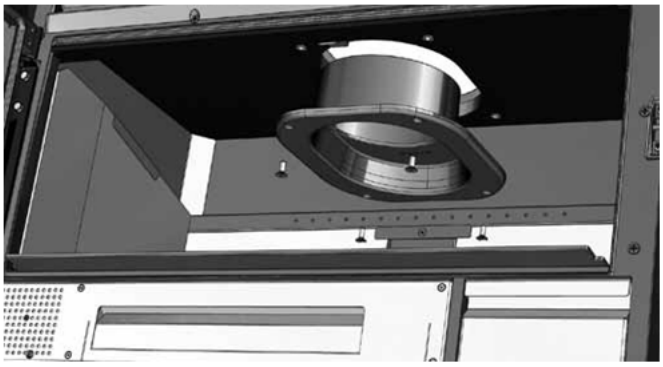

FIG. 13
3. Girare la canna fumaria di 180° (fig.13).